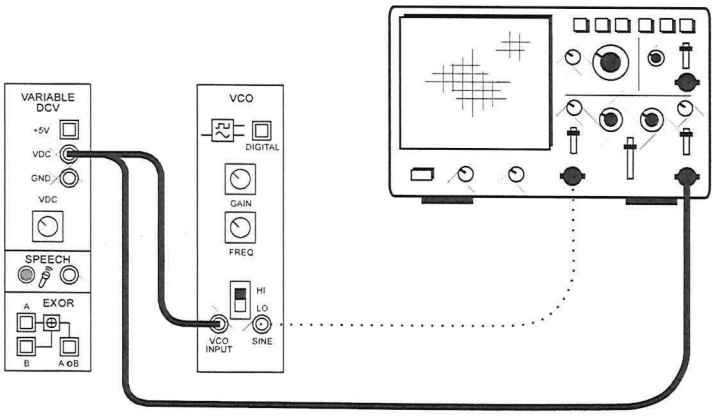

Figure 3
23. Connect the set-up shown in Figure 3 below.